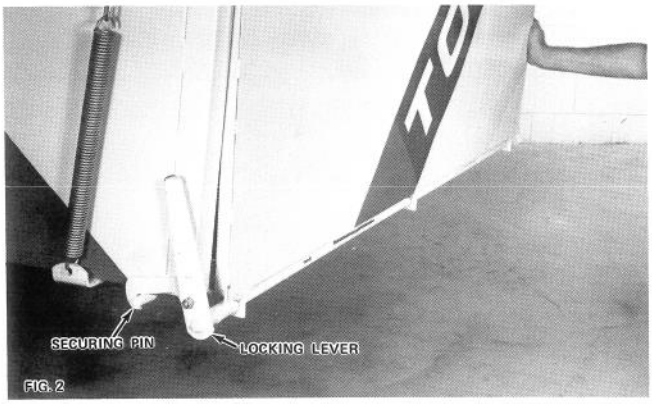

FIG. 2
2. Flip locking lever over securing pin. See Fig. 2.